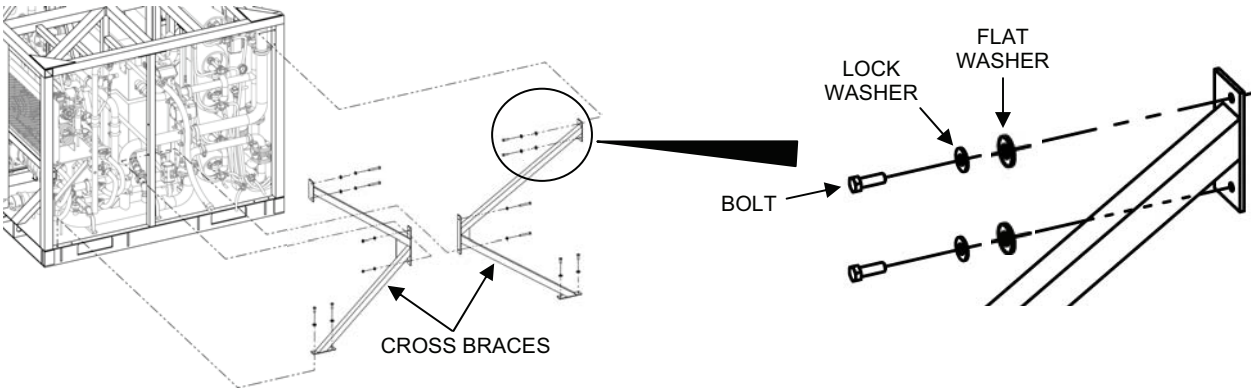

Figure 11. TWPS Frame Cross Brace Removal – Right End.
5. Tag and remove the frame cross braces (see Figure 11).